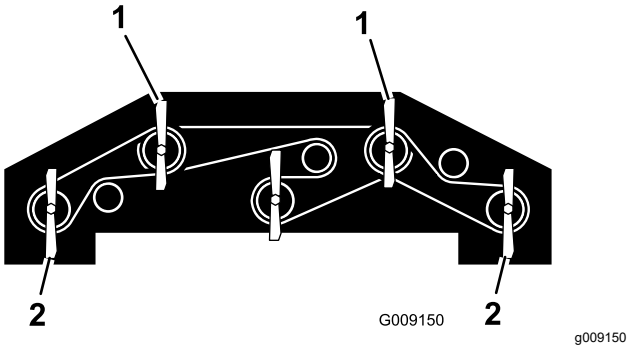

Figura 138
1. Gire las cuchillas hasta que estén orientadas directamente hacia adelante (Figura 138).